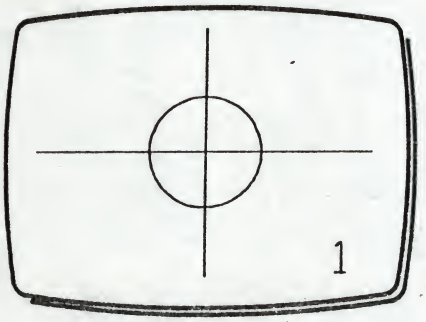

Fig 1
2 Draw a figure similiar to (1) in Fig 1.